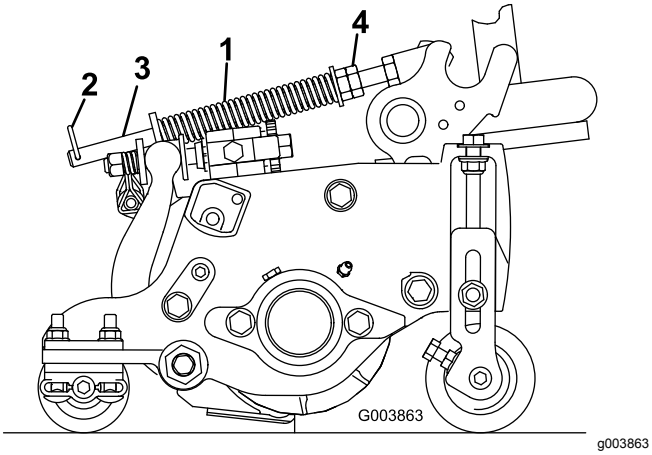

Figur 15
Dekkekompenseringsfjæren (Figur 15) overfører også vekt fra den fremre til den bakre valsen. Dette er med på å redusere bølgemønsteret i gresset, også kjent som "ondulering".
1. Kontroller at hårnålssplinten er installert i det bakre hullet på enden av stangen (Figur 15).
2. Trekk til sekskantmutterne foran på fjærstangen til den komprimerte lengden på fjæren er 12,7 cm på Reelmaster 5410 med klippeenheter på 12,7 cm eller 15,9 cm på Reelmaster 5510 med klippeenheter på 15,9 cm. Se (Figur 15).